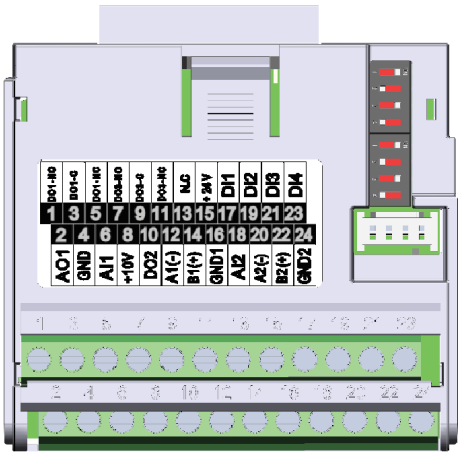

Abbildung 20.4: Steckmodul CFW500-CRS485
Das CFW500-CRS485 Steckmodul verfügt über eine serielle Schnittstelle (1) über den Port RS-485 an den Anschlussklemmen 12 (A-) und 14 (B+) und über eine serielle Schnittstelle (2) über einen anderen RS-485-Port an den Anschlussklemmen 20 (A2+) und 22 (B2+), vgl. Abbildung 20.4 auf Seite 20-1. Siehe auch: GND1 an Klemme 16 und GND2 an Klemme 24 sind gegeneinander und von GND an Klemme 4 isoliert.